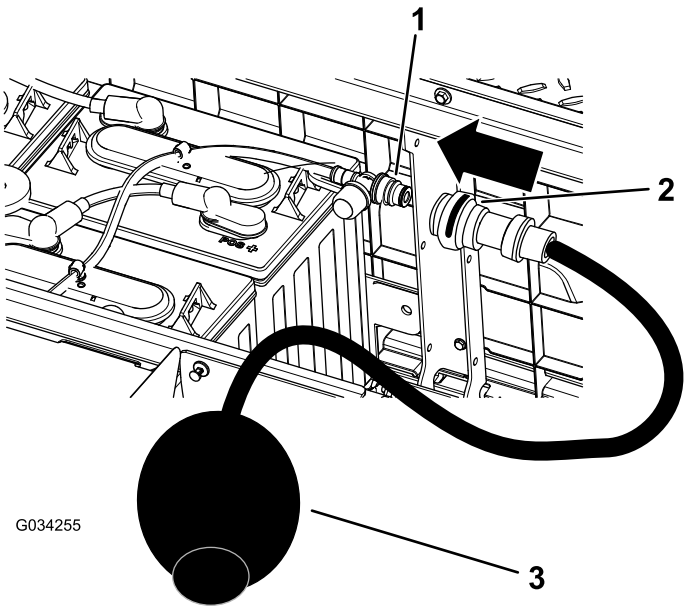

Bild 38
4. Schließen Sie die Wasserhandpumpe von Toro an den Wasserfüllanschluss an (Bild 38).